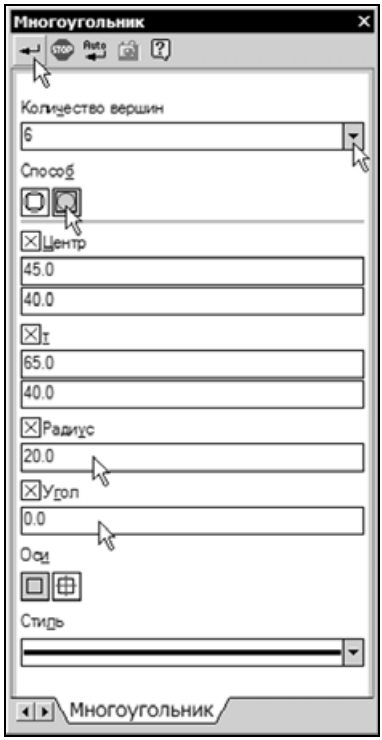

Рис. 4.39
- На панели свойств откройте список поля **Количество вершин** и выберите из него значение 6 (рис. 4.39).